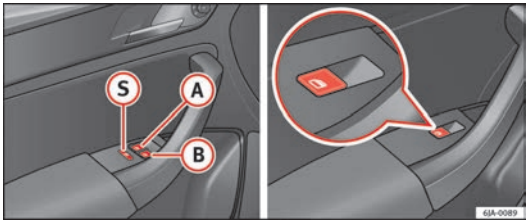

Fig. 54 Controls on the driver door/on the rear doors
- **For safety reasons, use the safety button (S) ⇒ Fig. 54 that deactivates the window switches in the rear doors when children are travelling in the rear seats.**
Press the safety button (S) ⇒ Fig. 54 to deactivate the controls on the rear doors. Pressing the safety button (S) again will reactivate the controls on the rear doors.